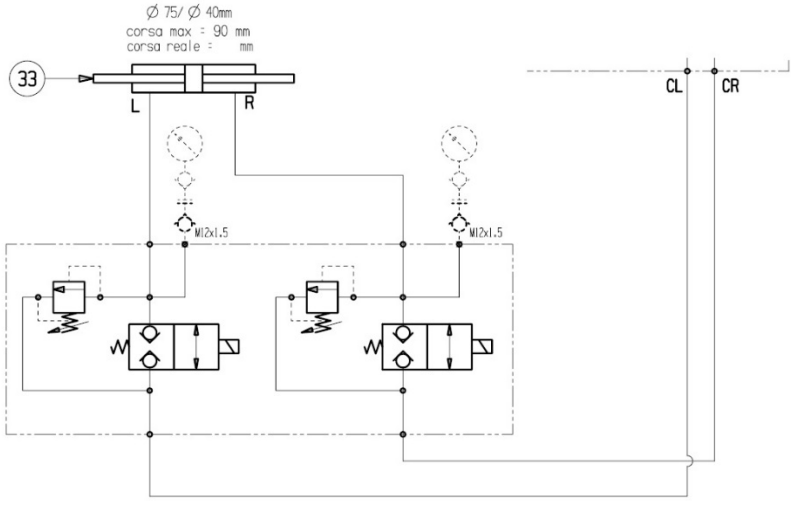

Figure 22 Check valve option for zero-leakage performance (drawing shall be reworked)
To address leakage, two pilot operated (PO) check valves (CV) shall be installed between each valve port (CL, CR) and cylinder port (L, R). The shock valves (protection components) shall be installed between the valve and the cylinder as shown in Figure 22.
Figure 22 shows the additions to the architecture with the added PO check valves which, from a safety perspective, will act as additional cut-off valves to block EH-Flow to the cylinder.